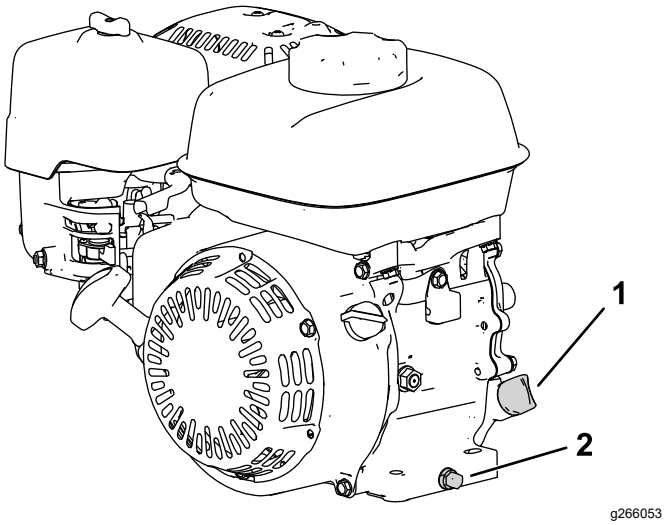

Figur 15
2. Placer maskinen, så motoren står plant, og rengør området rundt om oliepåfyldningsrøret (Figur 15).
3. Tag aftapningsproppen ud (Figur 15).